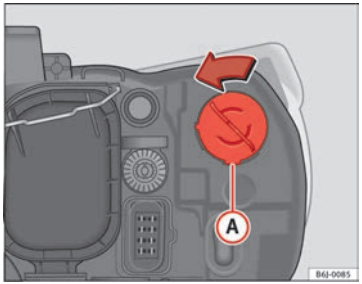

Fig. 167 Turn signal
– Turn bulb holder ⇒ Fig. 167 (A) to the left and pull. ▶